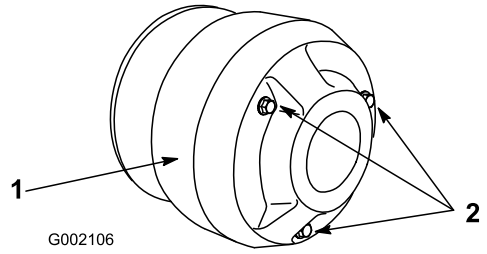

**Figur 40**
3. Ta bort de 3 skruvarna som fäster kåpan på kopplingen och ta bort kåpan (Figur 40).